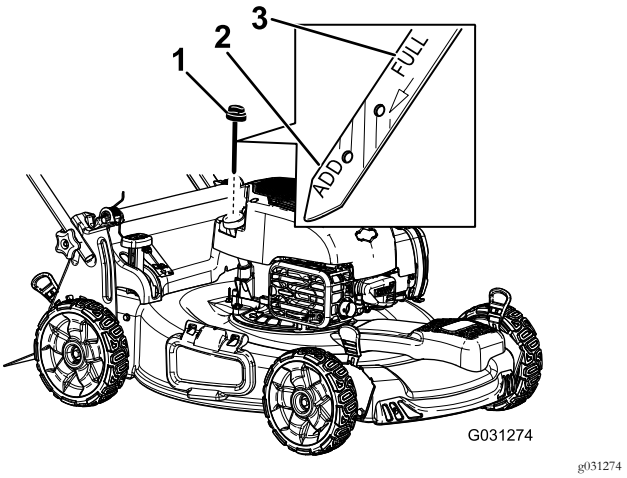

Figure 8
2. Tournez le bouchon dans le sens antihoraire et sortez la jauge (Figure 8).
6. Vérifiez le niveau d'huile indiqué par la jauge (Figure 8).